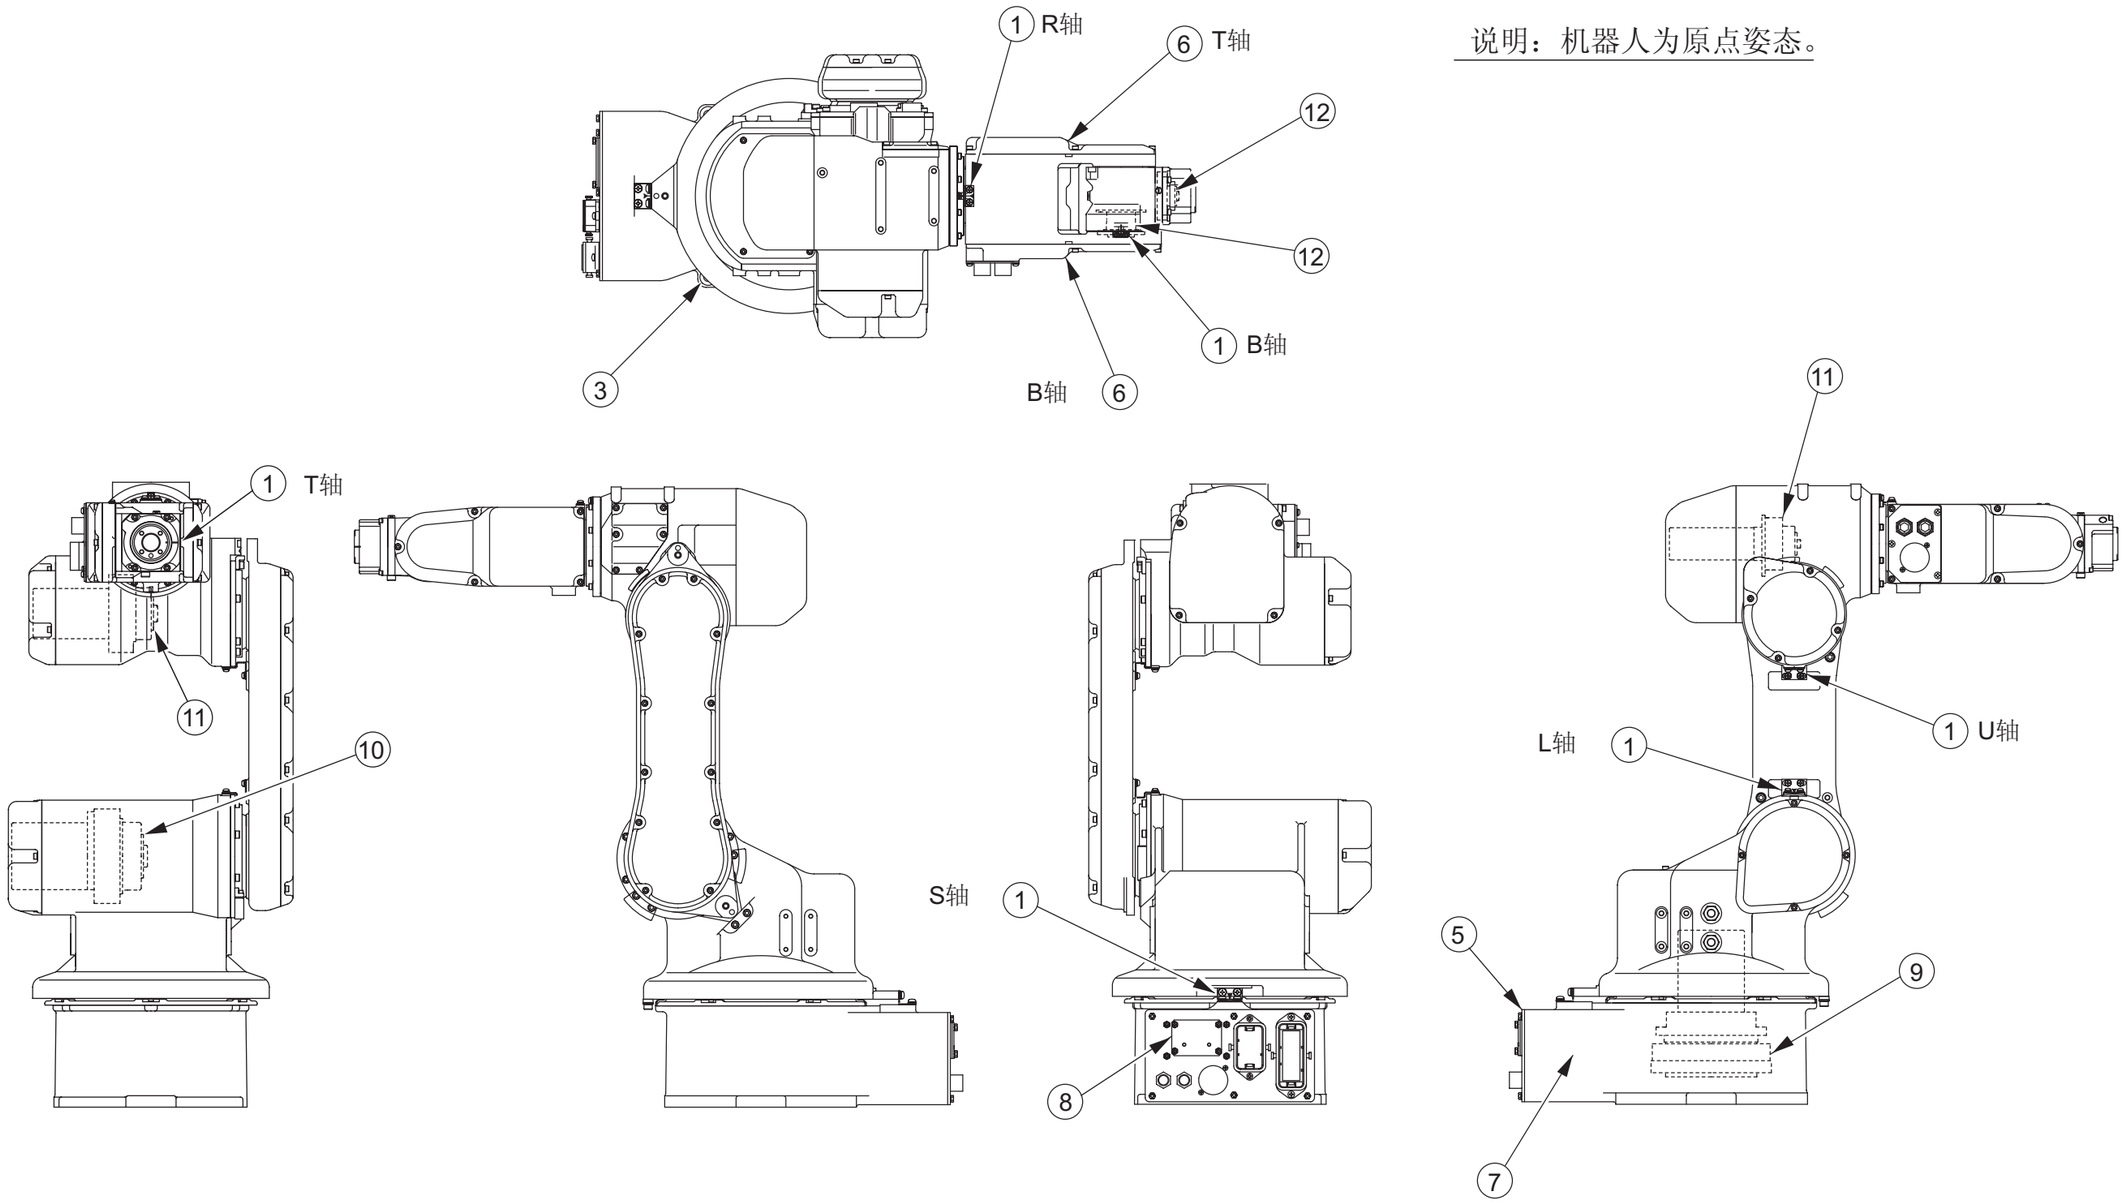

图20 检修部位与作业序号
*4 检修号与 “ 图 20 检修部位与作业序号 ” 中的作业序号一致。